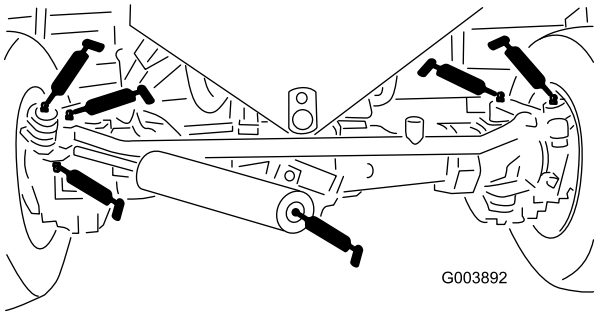

Figur 45
- 2 nipler på bagakslens forbindelsesstang (Figur 45)
- 2 nipler på styretøjsstangens kugleled (Figur 45)
- 2 nipler på akselstyretøjsdrejetapperne (Figur 45)
- 2 nipler på bagaksels styretøjsdrejetapperne (Figur 45)